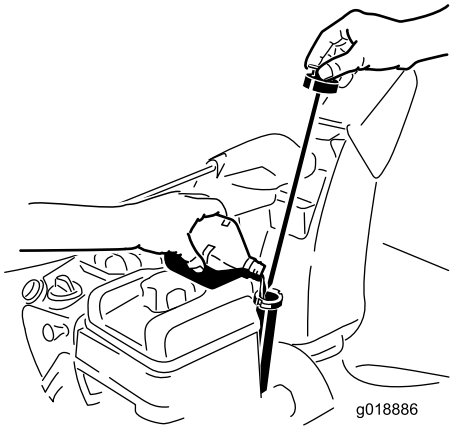

Figur 35
2. Fjern målepinden, og kontroller oliestanden (Figur 35). Hvis oliestanden er under mærket Add (fyld på), skal du påfylde olie. Se 5 Påfyldning af olie på motoren (side 11).